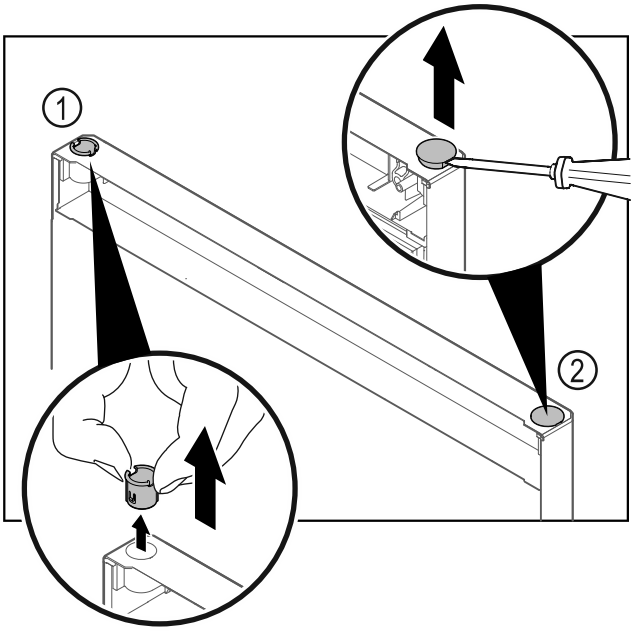

Fig. 17
▶ Extrageți bucșa balamalei *Fig. 17 (1)* cu degetele.
▶ Ridicați dopul de acoperire *Fig. 17 (2)* cu precauție cu o șurubelniță dreaptă și extrageți-l.